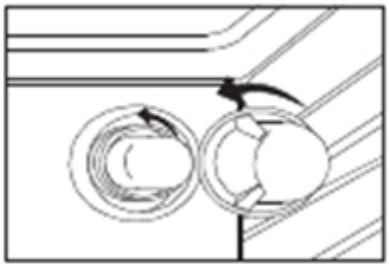

Figure 16
– Veuillez enlever le couvercle de verre en le tournant dans le sens contraire des aiguilles d'une montre. (Voir la figure 16)